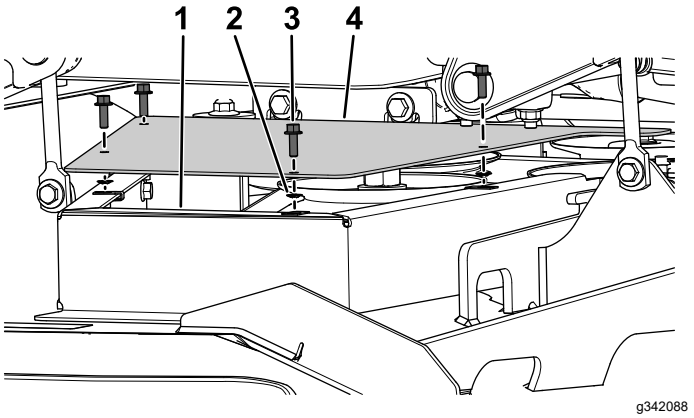

Figuur 9
4. Bevestig de linker poeliekap aan de kap van de linker poeliebeugel met 4 flenskopbouten (¼" x ¾") en 4 drukmoeren (Figuur 9).